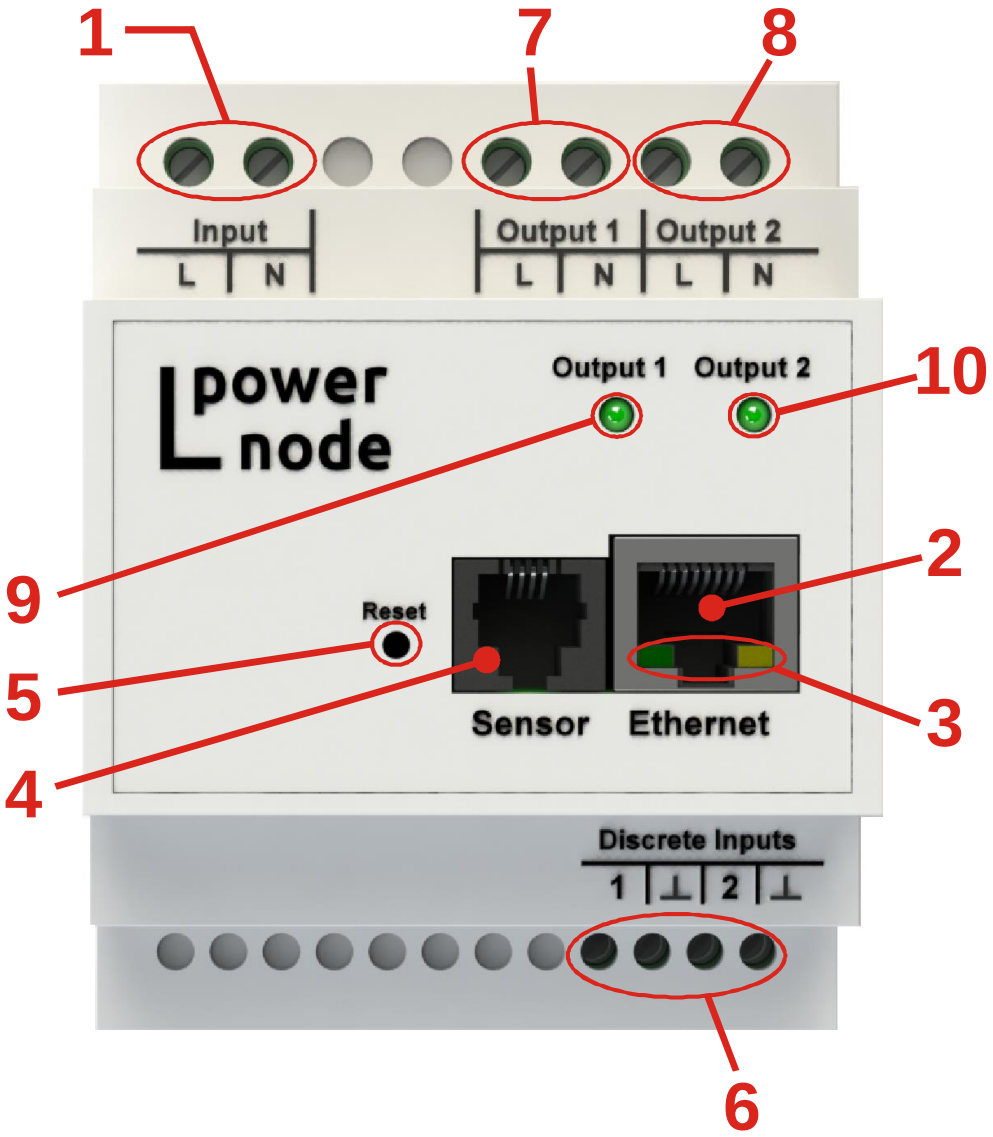

Рисунок 1 – Внешний вид передней панели устройства
7.3 Подключите сетевой кабель Ethernet 100Base-TX/10Base-T (в комплект поставки не входит) к разъему RJ-45 «Ethernet» устройства ***(см. рисунок 1)*** и соответствующему разъему сетевого оборудования.
7.5 Подключите, при необходимости, используемые дискретные датчики к разъему дискретных входов ***(см. рисунок 1).***
7.6 Подключите к разъему входа сети переменного тока ***(см. рисунок 1)*** провода питания, а к разъемам подключения нагрузки ***(см. рисунок 1)*** провода питания нагрузки.